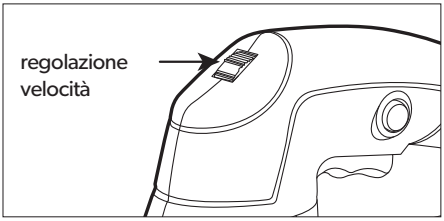

Figura 3
2. Per regolare la velocità, ruotare l'interruttore della velocità da Da 1 (la velocità più bassa) a 6 (la velocità più alta). Vedere la Figura 3, di seguito.